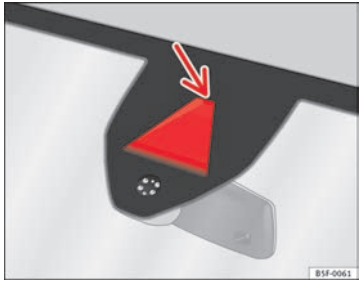

Fig. 143 In the windscreen: Field of vision of the Lane Assist system camera
- Before starting a journey, verify that the field of vision of the camera is not covered ⇒ Fig. 143.